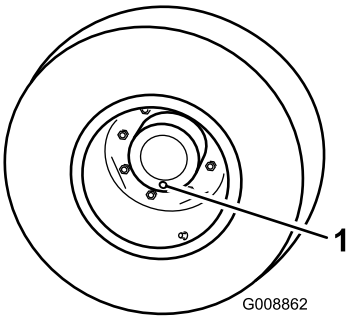

Figuur 58
1. Zet de machine op een egale ondergrond en draai een wiel zo dat een van de controlepluggen helemaal onderaan staat (op 6 uur) (Figuur 58).